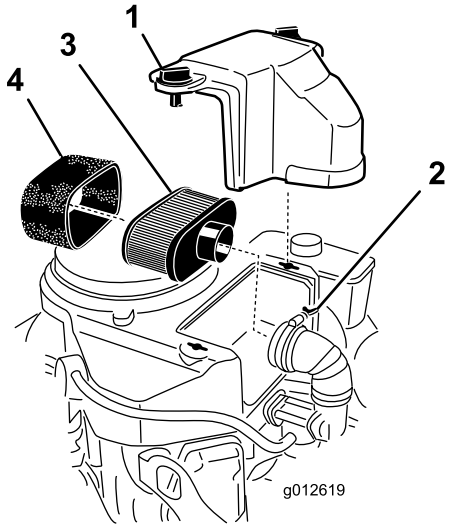

**Rysunek 32**
3. Aby zapobiec przedostaniu się zabrudzeń do silnika i spowodowaniu uszkodzeń, oczyść obszar wokół filtra powietrza (Rysunek 32).
4. Odkręć pokrętła osłony filtra powietrza i zdejmij ją (Rysunek 32).
5. Odkręć obejmę przewodu i wyjmij filtr powietrza (Rysunek 32).
6. Ostrożnie wyciągnij wkład piankowy z wkładu papierowego (Rysunek 32).
1. Oczyść wkład papierowy, uderzając nim kilka razy w celu usunięcia kurzu. Jeżeli jest bardzo zabrudzony, wymień go na nowy (Rysunek 32).
Nie należy czyścić filtra papierowego. Należy go wymienić po 200 godzinach pracy (Rysunek 32). Sprawdź wkład pod kątem uszkodzeń, filmu oleju i uszkodzenia gumowej uszczelki, i wymień go, jeśli jest uszkodzony.
1. Należy ostrożnie wsunąć wkład piankowy do wkładu papierowego filtra powietrza (Rysunek 32).
2. Należy zamontować filtr powietrza w podstawie filtra powietrza lub na przewodzie i odpowiednio go zamocować (Rysunek 32).
3. Należy ponownie zamocować osłonę filtra powietrza i dokręcić pokrętła osłony (Rysunek 32).